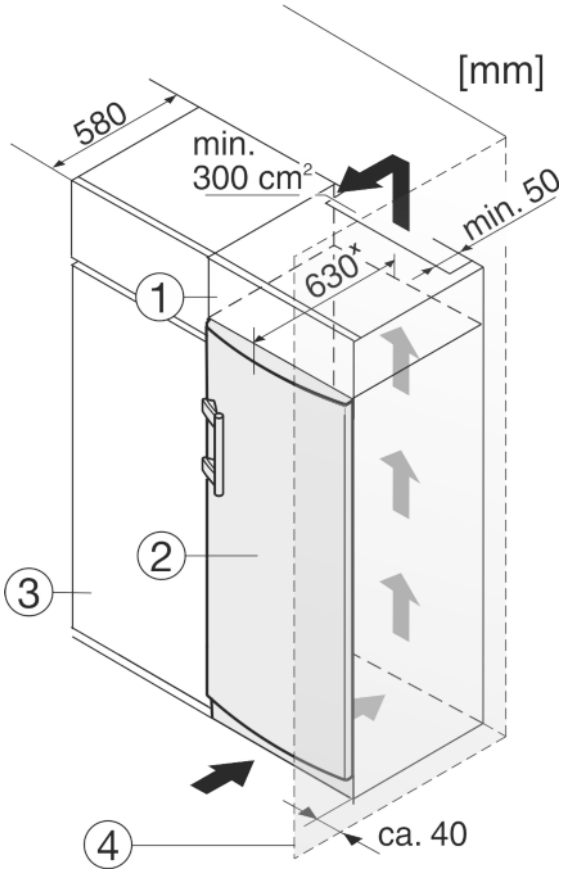

Fig. 12
Das Gerät kann mit Küchenschränken umbaut werden. Um das Gerät *Fig. 12 (2)* der Küchenzeilenhöhe anzugleichen, kann über dem Gerät ein Aufsatzschrank *Fig. 12 (1)* angebracht werden.
Beim Umbau mit Küchenschränken (Tiefe max. 580 mm) kann das Gerät direkt neben dem Küchenschrank *Fig. 12 (3)* aufgestellt werden. Das Gerät steht seitlich 34 mm ˣ und in der Gerätemitte 50 mm ˣ gegenüber der Küchenschrankfront vor.
Wenn das Gerät mit den Scharnieren neben einer Wand *Fig. 12 (4)* aufgestellt wird, muss der Abstand zwischen Gerät und Wand mindestens 40 mm betragen. Dies entspricht dem Griffüberstand bei geöffneter Tür.